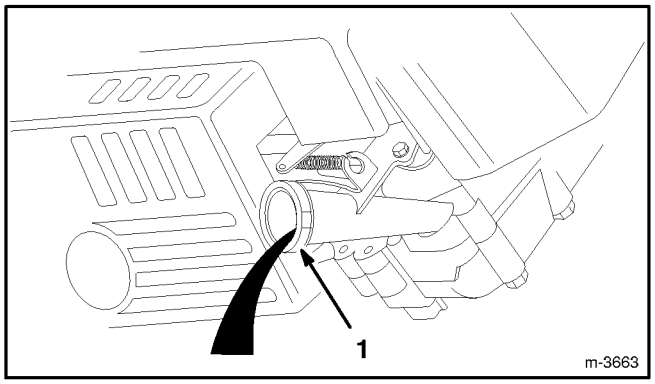

Abbildung 19
6. Den Mäher auf die linke Seite kippen, damit das Öl in die Wanne ablaufen kann (Abb. 19).